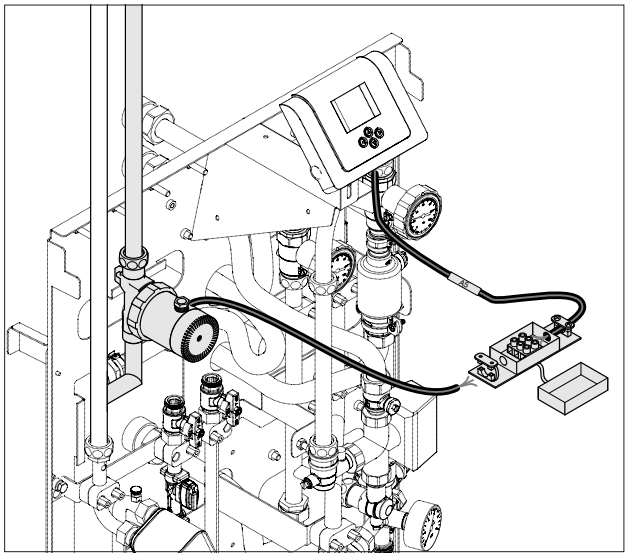

*Abb. 48 Anschließen einer optionalen Zirkulationspumpe.*
- Bei vorhandener Zirkulationspumpe wird diese über eine Anschlussdose mit dem Ausgang A5 verbunden (Abb. 48).